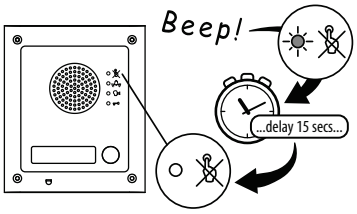

Fig. 59
4. Next a single short beep will be heard (in the meantime the busy LED will continue to flash while it registers with the chosen network), then after a further 15 second delay the busy LED will stop flashing to indicate that the GSM module has registered with the network, as shown in **Fig.59**.